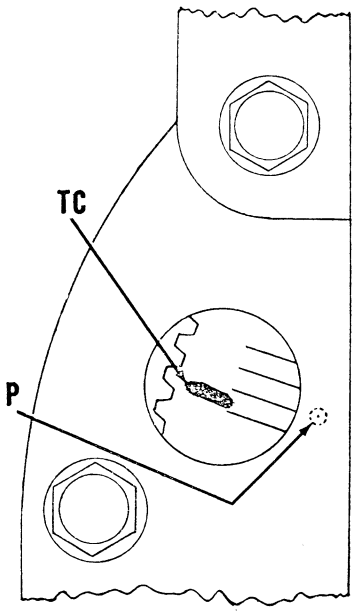

*Fig. MH15—Distributor timing mark is indicated on flywheel face by painted mark TC as shown.*
38. **IGNITION TIMING.** To time ignition with distributor installed, crank engine until number one piston is coming up on compression and continue to crank slowly until painted mark on flywheel (Fig. MH15) aligns with timing pointer when viewed through inspection opening on right side of engine; number one piston is now at top center of its compression stroke. Turn ignition switch on and rotate distributor a few degrees clockwise; hold number one spark plug wire close to head or grounded point and very slowly rotate distributor body counter-clockwise until a spark occurs at end of plug wire; lock distributor in position. To recheck ignition with timing light, operate engine at idle speed (do not operate above 600 rpm, as automatic advance starts at this speed) and make check with timing light connected in series with either number one or number four spark plug wire. If timing is correct, the light will flash at the same instant that painted mark on flywheel aligns with timing pointer. If the two do not align as light flashes, rotate distributor body until proper register is obtained.